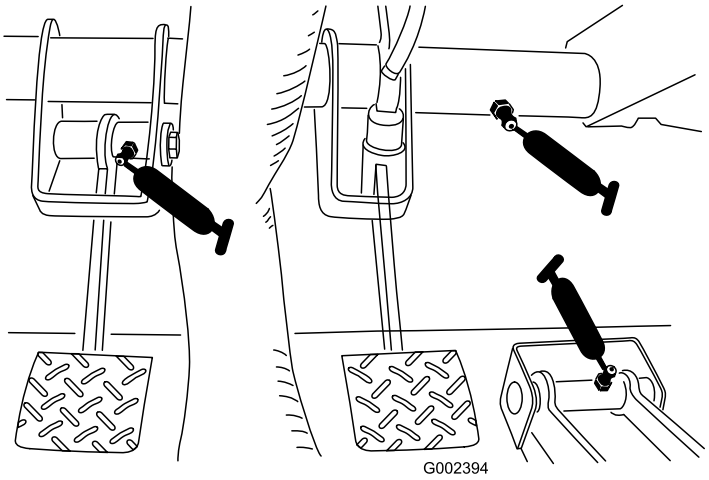

Figuur 40
- Koppeling (1), gas (1), rem (1) (Figuur 40)